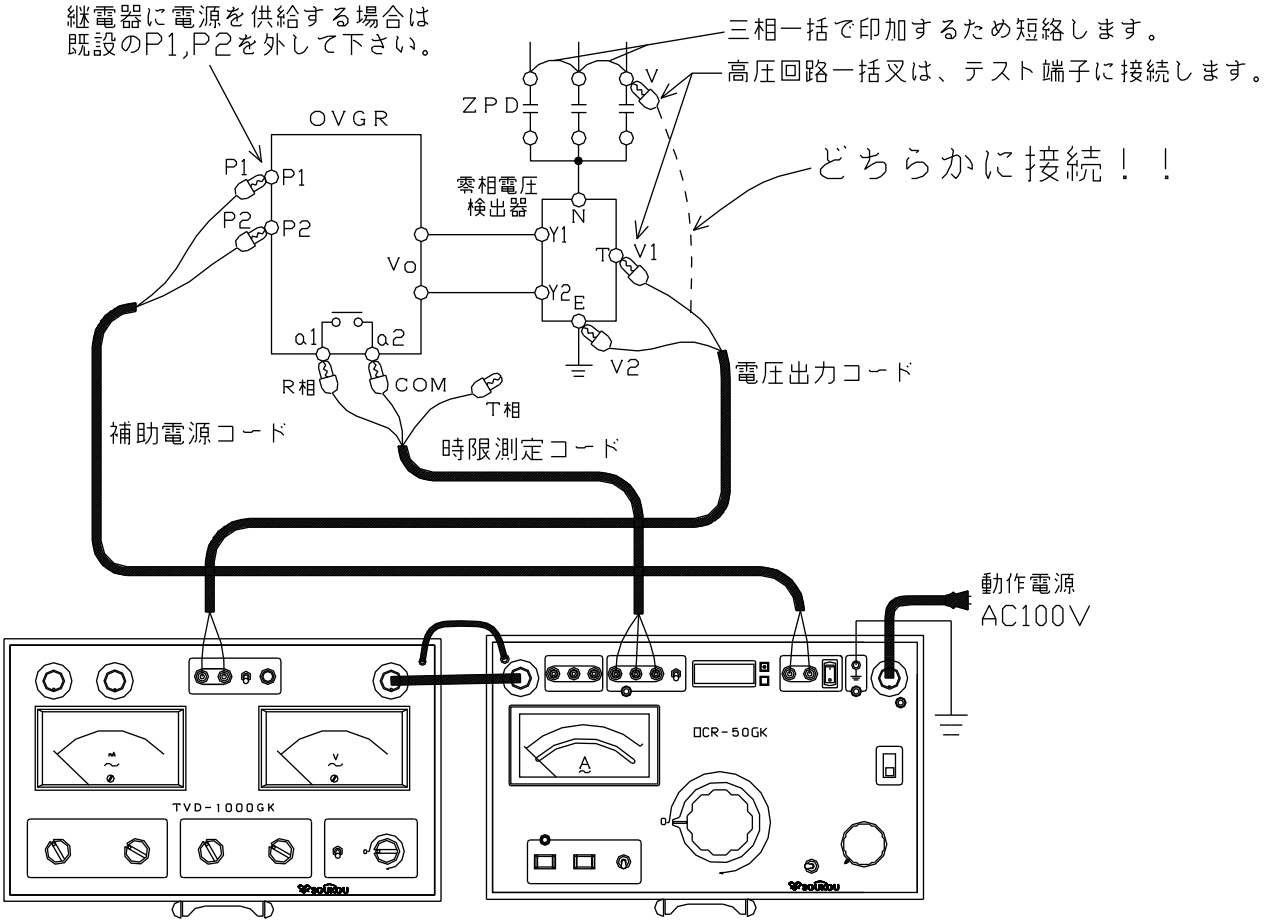

図１８：地絡過電圧継電器の試験回路図
7. 以上のような点を注意し、試験回路を構成します。(図１８)